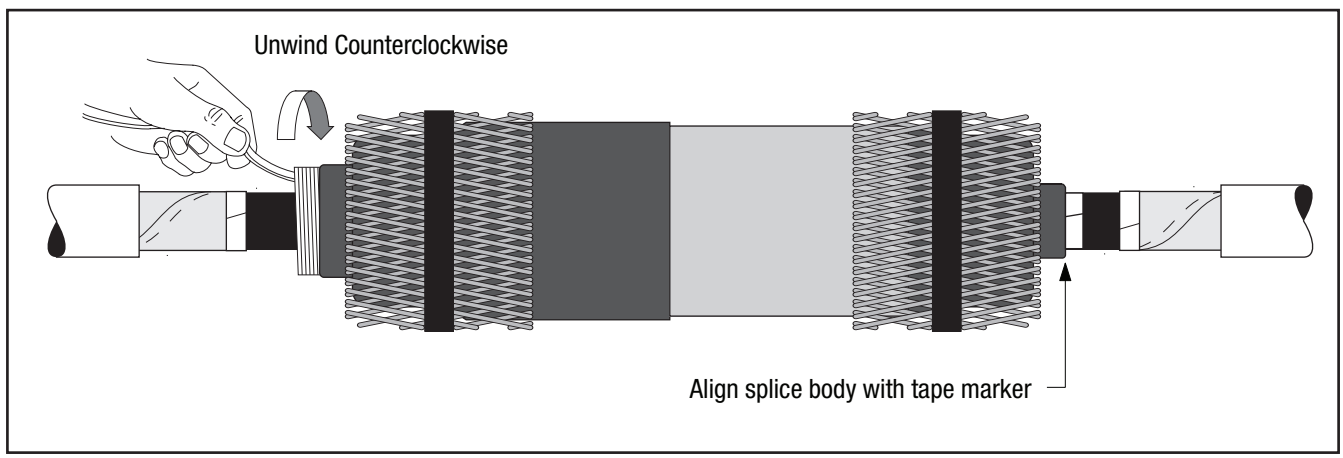

Figure 13
4.5 Position the splice body over connector area, aligning end of the splice body (not the core) at the center of the tape marker. **Slowly** start to remove the splice core by pulling and unwinding the loose core end counterclockwise, allowing only ¼" (6 mm) of the splice to shrink onto the tape marker. Carefully slide the splice body off the tape marker by pulling and twisting until the entire tape marker is exposed. Continue removing the core to complete the splice body installation *(Figure 13).*